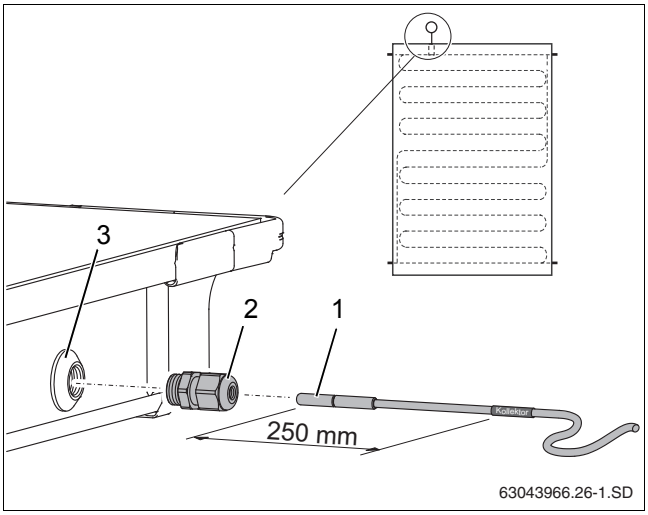

Рис. 32 Установка датчика в коллектор
Для исправной работы установки необходимо, чтобы коллекторный датчик (рис. 32, [1]) был вставлен в установочную трубку до упора (примерно на 250 мм).
- Проткните датчиком или отверткой уплотнительный слой в гильзе (рис. 32, [3]).
- Заверните зажимную втулку (рис. 32, [2]) в гильзу.
- Затяните зажимную втулку (рис. 32, [2]), удерживая от сворачивания.
Если Вы проткнули гильзу (рис. 32, [3]) не в том коллекторе, в котором нужно, то ее нужно плотно закрыть заглушкой из комплекта для подключения. Но прежде нужно, используя резьбовую втулку (рис. 32, [2]), удалить находящуюся в гильзе гайку.